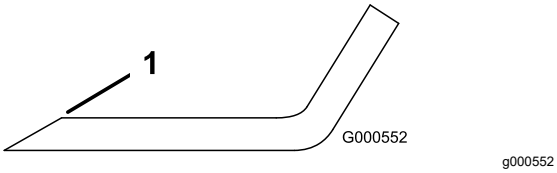

Figura 65
1. Utilize uma lima para afiar aresta de corte em ambas as extremidades da lâmina (Figura 65).
Nota: Se lâmina não estiver equilibrada, lime algum metal da extremidade da aba apenas (Figura 65).